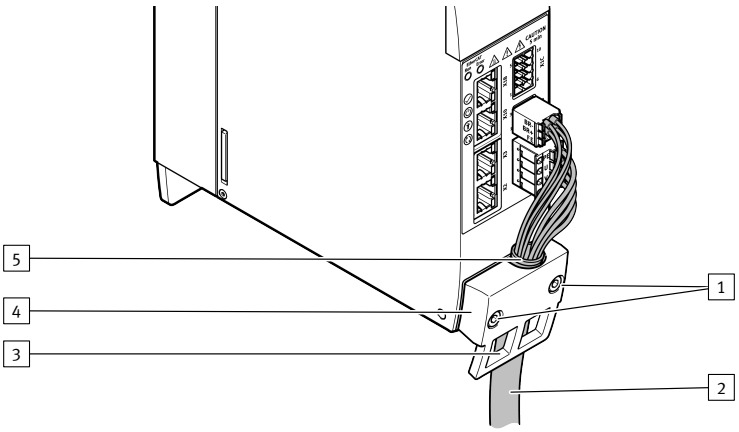

Fig. 10: Shield clamp of the motor cable
1. Using the shield clamp, press the motor cable shield or the conductive shield end sleeve of the motor cable onto the shield support surface of the housing ➔ Fig. 10.